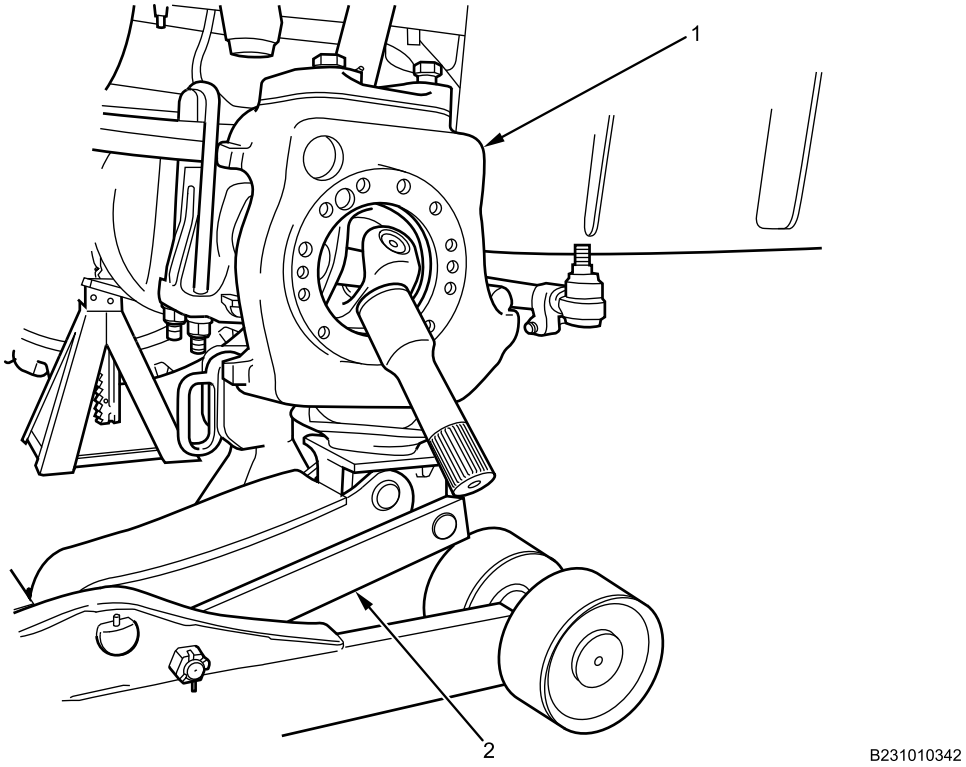

Figure 2. Steering Knuckle Supported by Floor Jack.
2. Support steering knuckle (Figure 2, Item 1) with floor jack (Figure 2, Item 2).